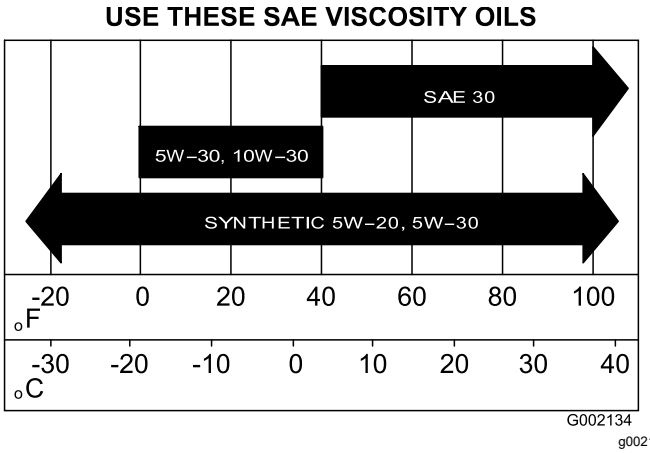

Figur 32
5. Fyll på angiven olja i vevhuset (Figur 32).